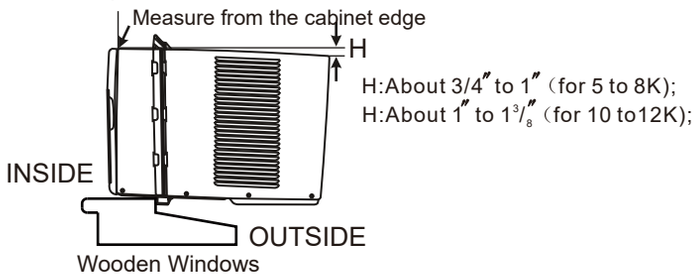
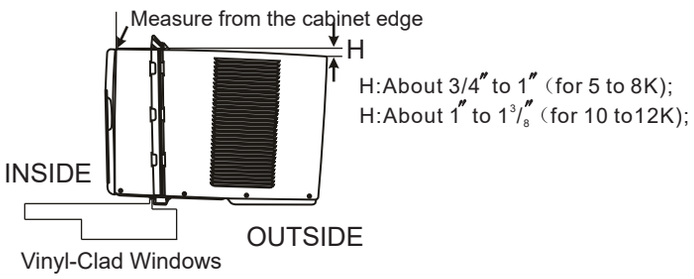

Fig.5A
Fig.5B
A. Keep a firm grip on the air conditioner, carefully place the unit into the window opening so the bottom of the air conditioner frame is against the window sill (Fig.5A and Fig.5B). Carefully close the window behind the top rail of the unit.
NOTE: Check that air conditioner is tilted back about H (Fig.5A and Fig.5B) (tilted about 3°to 4°downward to the outside). After proper installation, condensate should not drain from the overflow drain hole during normal use, correct the slope otherwise.